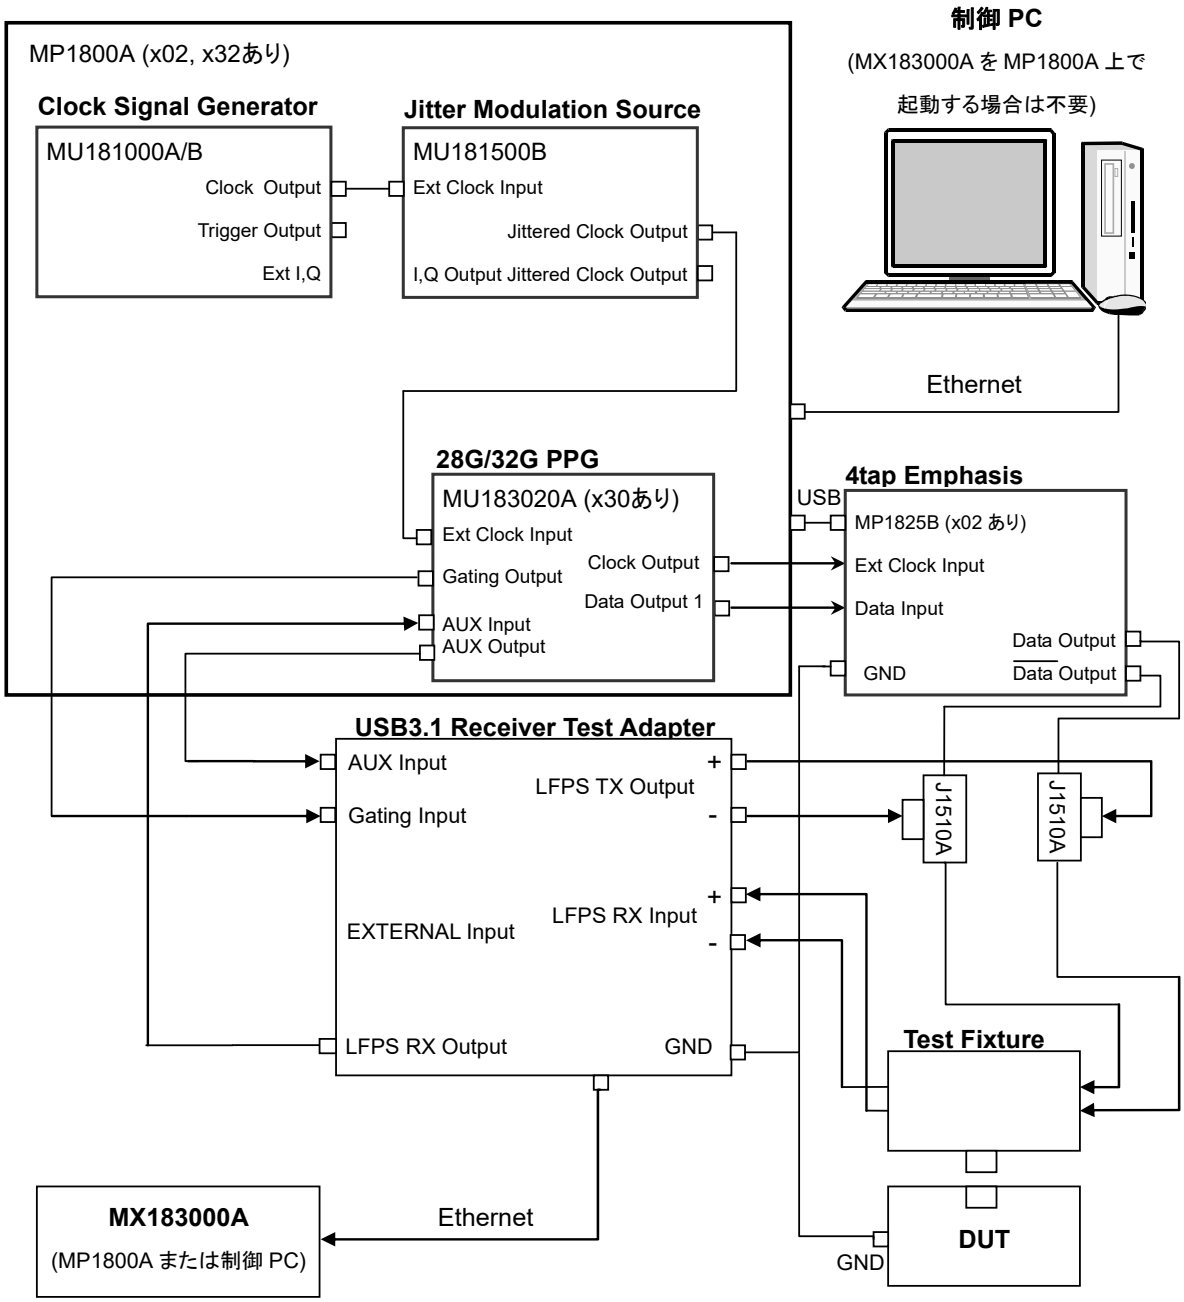

図 3.4.1-1　MP1800A を使用した USB Link Sequence の接続方法
10. J1510A と USB3.1 Receiver Test Adapter の LFPS TX Output を図 3.4.1-1 のように 0.3 m 同軸ケーブル（J1624A）で接続します（2 か所）。
11. J1510A と Test Fixture を図 3.4.1-1 のように 0.8 m 同軸ケーブル（J1612A）で接続します（2 か所）。